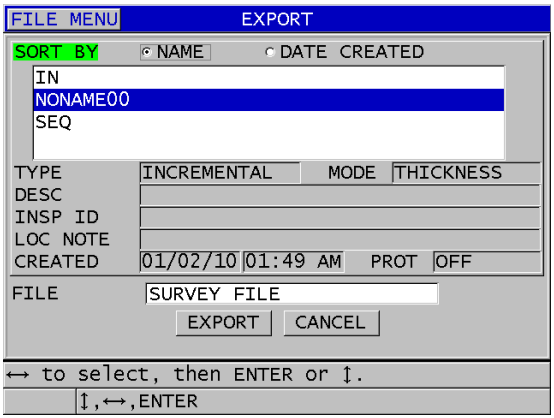

Rysunek 14-8 Ekran EXPORT (Eksportuj)
5. Na ekranie **EXPORT** (Eksportuj) (patrz Rysunek 14-8 na stronie 296):